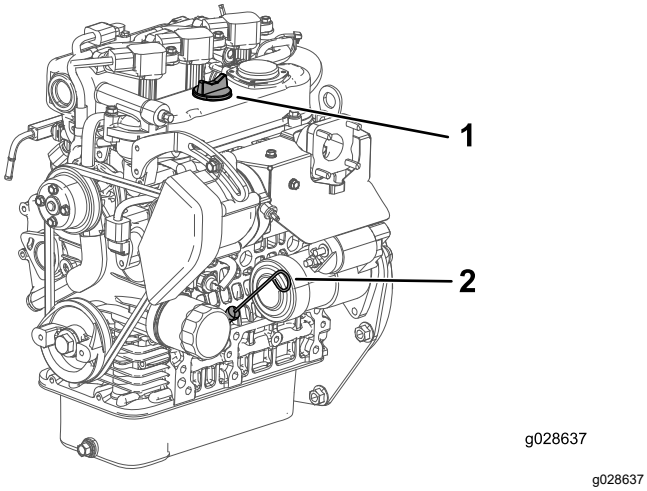

Bild 35
4. Nehmen Sie den Peilstab heraus und wischen Sie ihn mit einem sauberen Lappen ab (Bild 35).
5. Stecken Sie den Peilstab in das Rohr und stellen Sie sicher, dass er vollständig eingeführt ist (Bild 35).
6. Nehmen Sie den Peilstab heraus und prüfen Sie den Ölstand (Bild 35).
7. Nehmen Sie bei einem niedrigen Ölstand den Fülldeckel (Bild 35) ab und gießen Sie genug Öl ein, bis der Ölstand die Voll-Markierung am Peilstab erreicht.
8. Stecken Sie den Peilstab wieder fest ein (Bild 35).